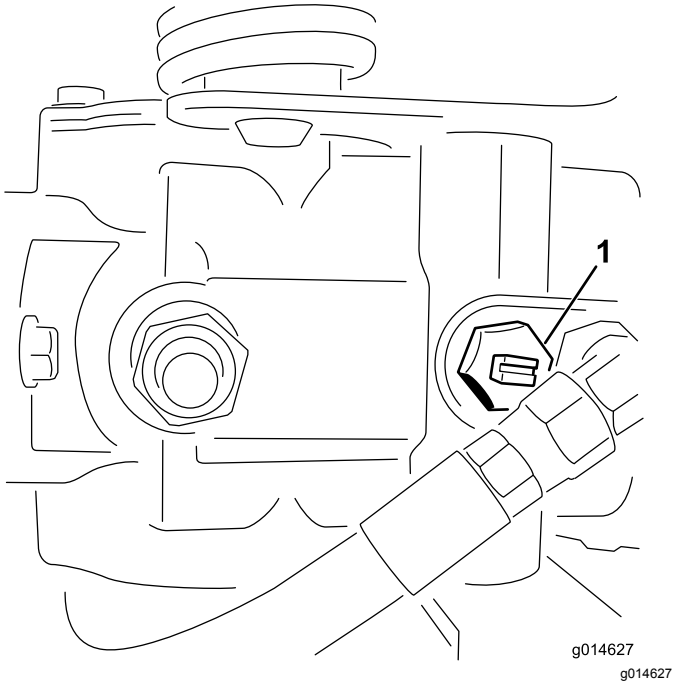

Rysunek 22
1. Znajdź na pompie zawór obejściowy i obracaj nim tak, aby szczelina była skierowana pionowo (Rysunek 22).
2. Przed uruchomieniem silnika zamknij zawór obejściowy, obracając nim tak, aby szczelina znajdowała się w położeniu poziomym (Rysunek 22). Nie uruchamiaj silnika przy otwartym zaworze.